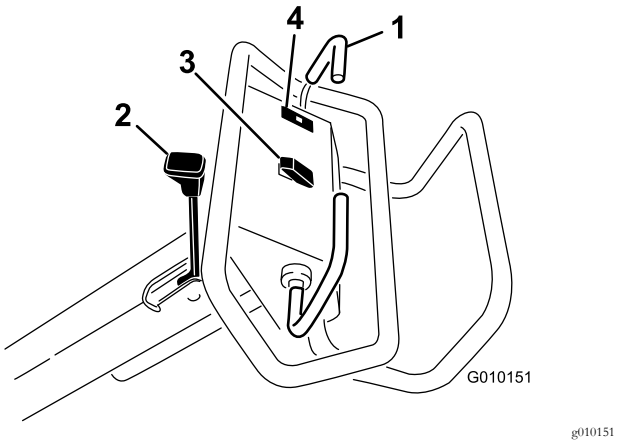

**Figur 12**
For å kjøre fremover, flytt trekkspaken fremover. For å kjøre bakover, flytt trekkspaken bakover (Figur 12).
Når du vil koble til parkeringsbremsen, flytt spaken mot motoren. For å koble fra parkeringsbremsen, flytt spaken fremover (Figur 12).
Varsellampen for oljetrykk (Figur 12) lyser når oljetrykket i motoren reduseres til det er under et sikkert nivå. Hvis det oppstår et lavt oljetrykk, må du slå av motoren og finne årsaken til problemet. Reparer skaden før du starter motoren igjen.
**Heve**– trykk på toppen av bryteren (Figur 12) for å heve luftehodet og koble fra luftehodet. Motoren må gå for å produsere løftetrykk. Hvis luftehodet er lavere enn transporthøyden, se Tilbakestille systemkontrollkretsløpet (side 25).
**Senke/aktivere** – trykk nederst på bryteren (Figur 12) for å senke og aktivere luftehodet. Trekkspaken må stå i fremoverinnstilling for at bryteren skal fungere.